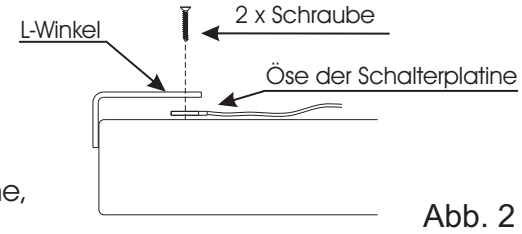

Abb. 2
Verschrauben Sie den L-Winkel mit der Öse der Schalterplatine, wie in Abb. 2 dargestellt.
2. Der Ein- / Ausschalter wird zwischen dem Vorschaltgerät und dem Sechsfach - Verteiler angeschlossen. Dazu trennen Sie zuerst den Verteiler vom Vorschaltgerät. (Abb. 2)